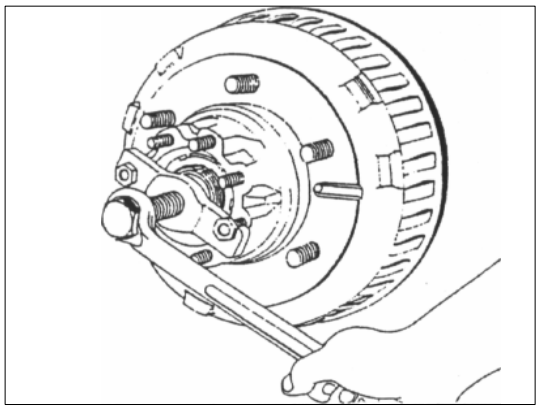

РИС. 371
6) Открутите гайку на 1/6 оборота и потяните ступицу, используя съемник 312589 1733 и упор для снятия 2651 5890 3507 (см. рис.371).